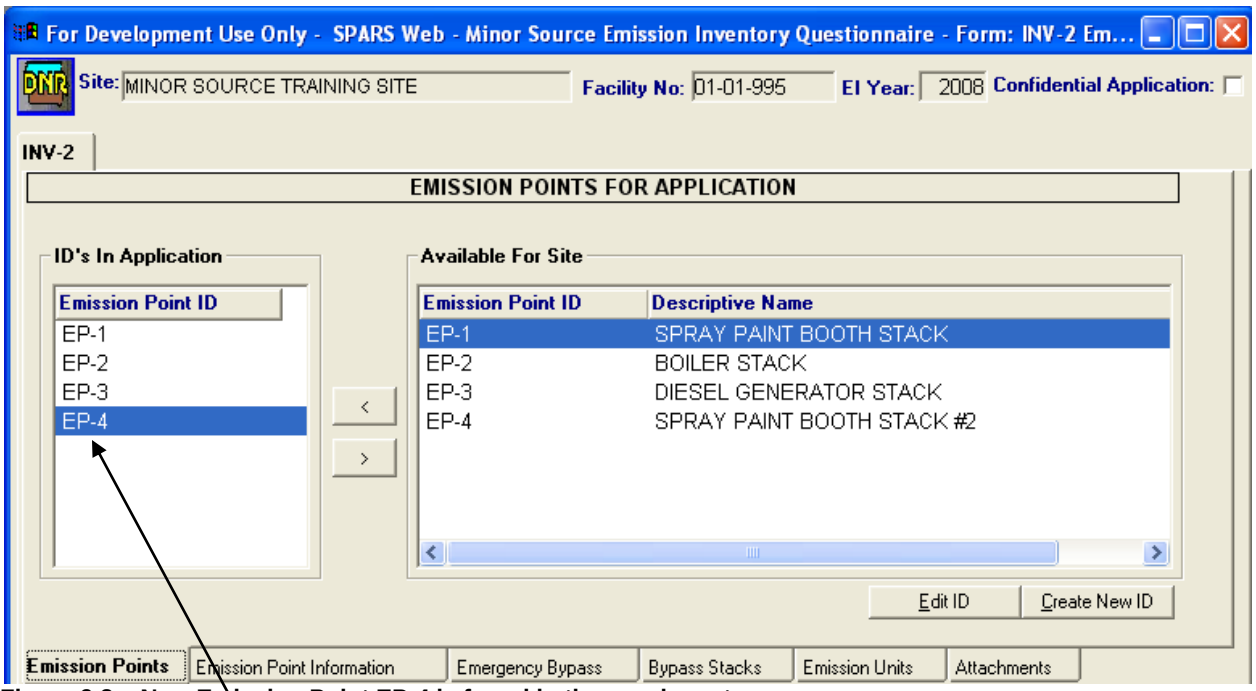

Figure 9.2 – New Emission Point EP-4 is found in the new inventory
2. **INV-2** will show any emission points that were created in Site Management, so there is no need to bring them into the inventory. In addition, any new emission units associated with any new emission points will be displayed under the **Emission Units** sub tab of **INV-2**. See Figure 9.2.